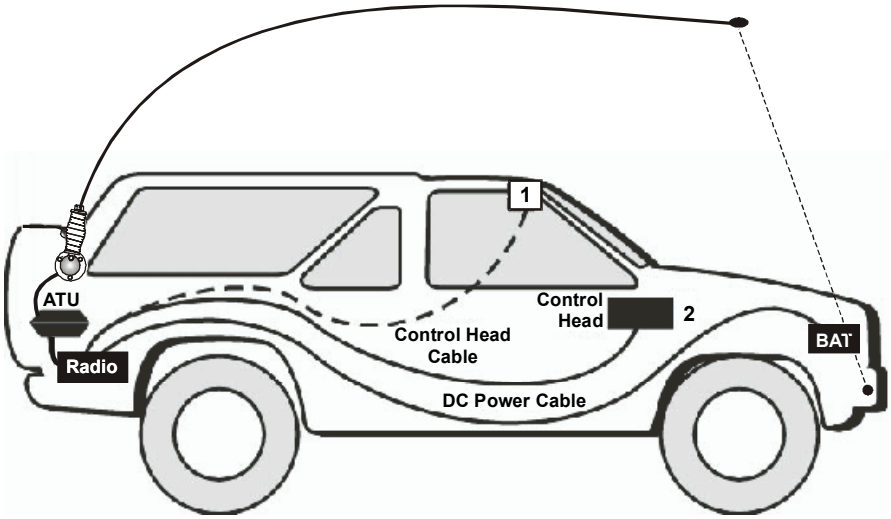

Figure 16. Typical MICOM-3T Installation Within Vehicle
Figure 16 shows the location of the installed components within the vehicle.
1. *The upper installation (number 1 in Figure 16), is recommended over the front installation (number 2 in Figure 16) because of the covering that protects the control head from direct sunlight.*